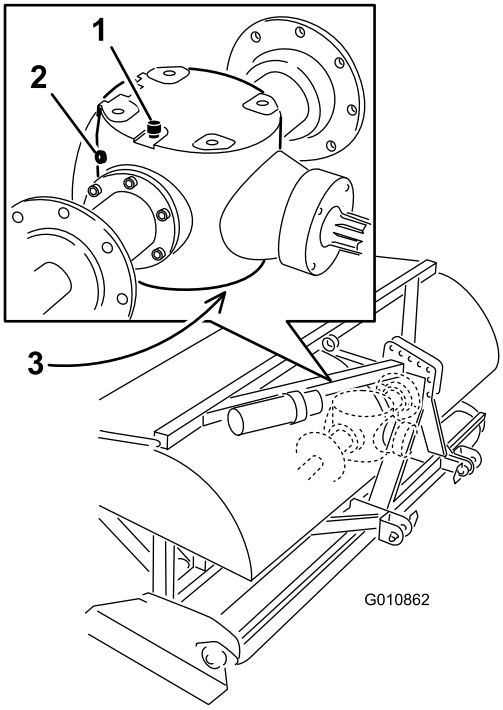

**Rysunek 45**
2. Wykręć z przekładni korek kontrolny (Rysunek 45).
3. Upewnij się, że olej sięga do dolnej krawędzi otworu kontrolnego w obudowie przekładni (Rysunek 45).
1. Oczyść okolice korka odpowietrzenia/wlewu i korka spustowego, aby zapobiec zanieczyszczeniu oleju (Rysunek 45).